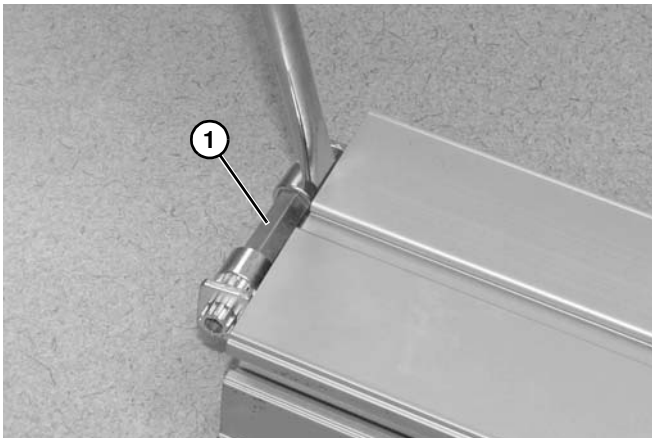

Figure 88
3. Extraire le pignon **(Figure 88, élément 1)** du châssis du convoyeur en allant d'un côté à l'autre.